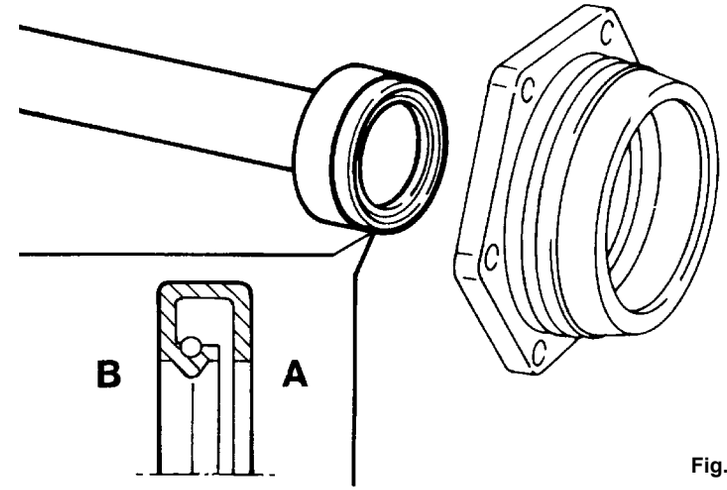

Fig.10
- Install the spacer ring and the axle shaft flange and fasten by means of the snap ring (**Fig.10**); repeat the operation on the other hub.